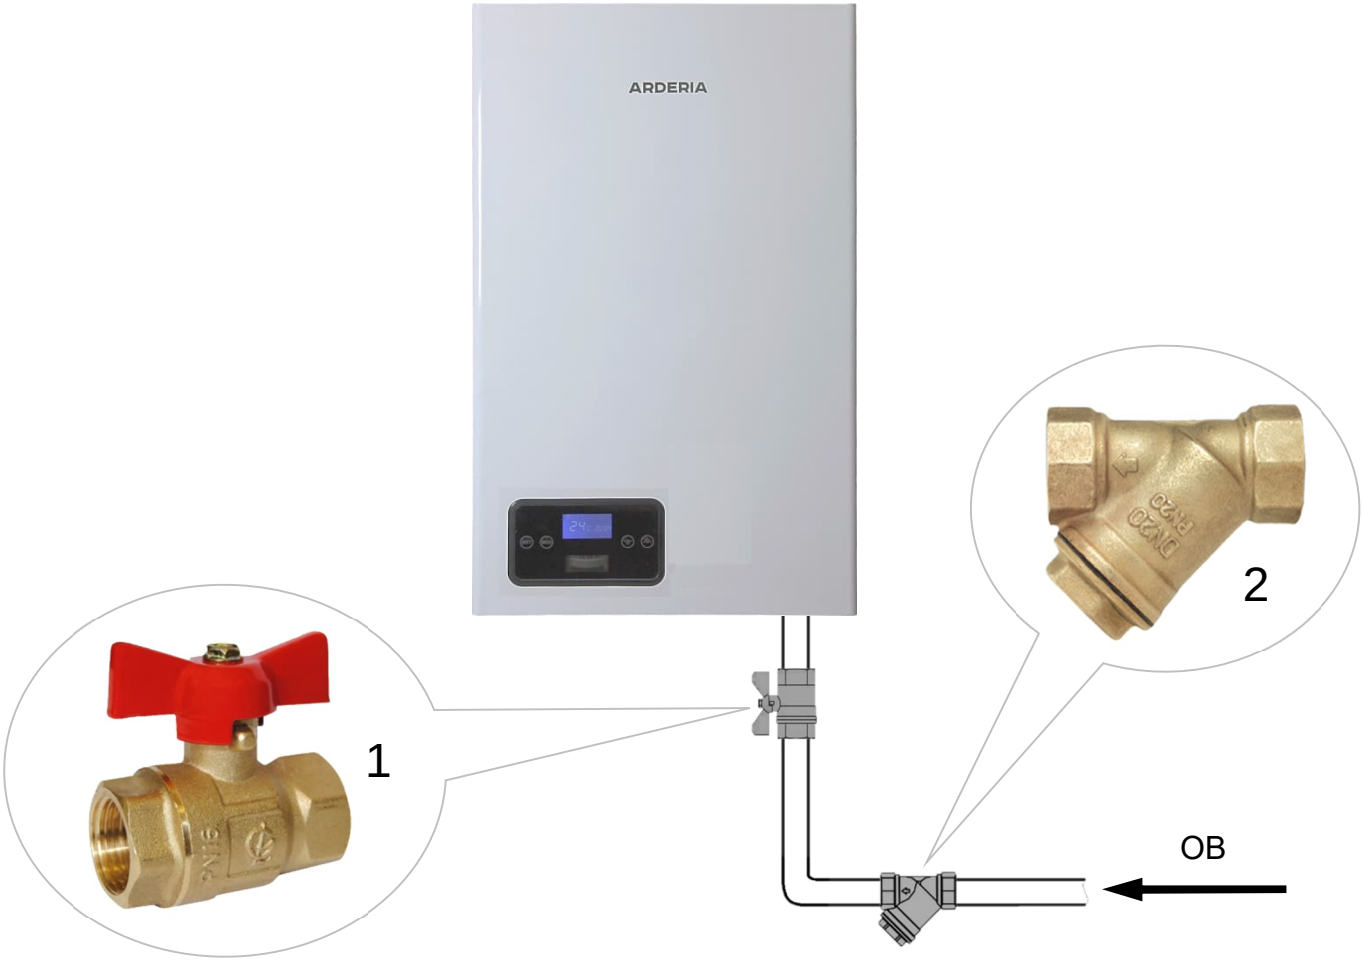

Рис. 19 Монтаж труб системы отопления
- Для осуществления ТО электрокотла, рекомендуется перед присоединительными патрубками котла установить запорные краны, которые должны быть расположены так, чтобы их поворотные ручки были доступны (См. Рис. 19).
- Настоятельно рекомендуется на обратном трубопроводе СО, на входе ОВ в электрокотёл установить косой сетчатый фильтр для очистки ОВ от нежелательных примесей и отложений (См. Рис. 19). Рекомендуется устанавливать фильтр с сеткой (фильтрующим элементом), у которой размеры ячеек 300-500 микрон.